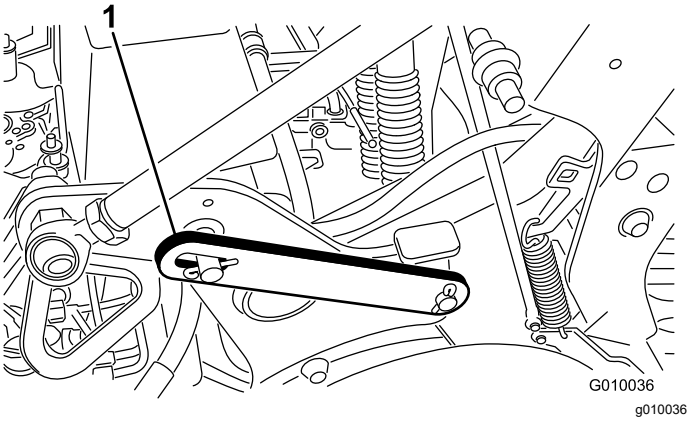

**Figure 18**
3. Remove the clip ring securing the service latch in the stowed position (Figure 18).